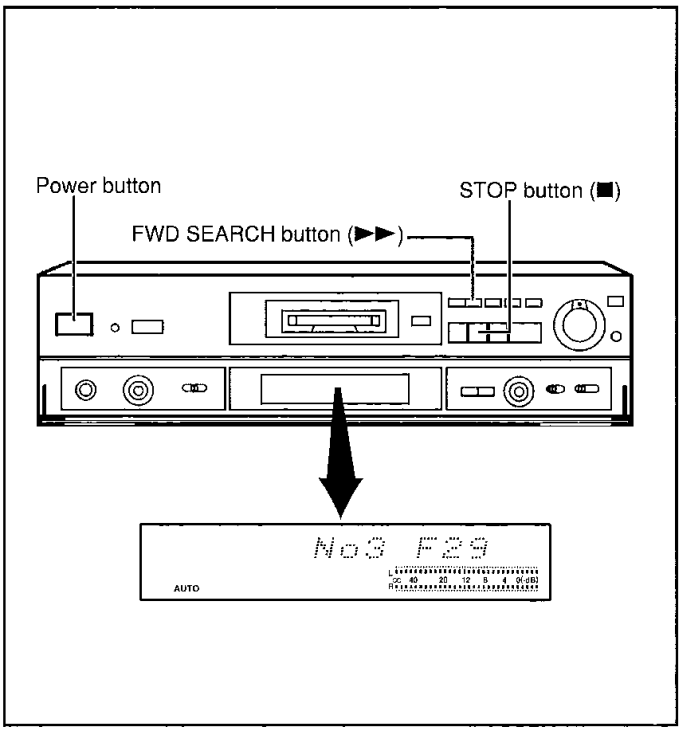

Fig. 1
2. Press and hold the STOP button (■) for at least 2 seconds. and while still pressing the STOP button (■), press the FWD SEARCH button (►►) for at least 2 seconds. (Shown in **Fig.1**) The unit enters Self-Diagnostic Mode and is displayed "MD TEST". Then an error code is displayed, if any. For details of the error codes, see **Table 1**.